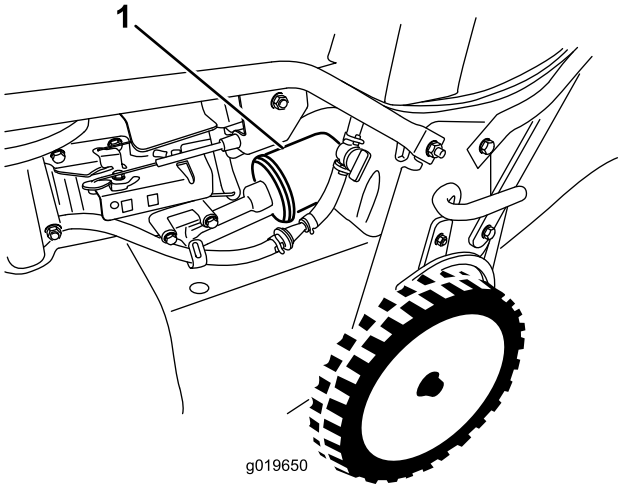

Figur 24
6. Fjern oliefilteret (Figur 24).